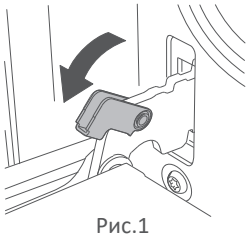

Рис.1
1. Откройте дверцу до максимального угла. Отогните фиксаторы петель назад (рис.1)